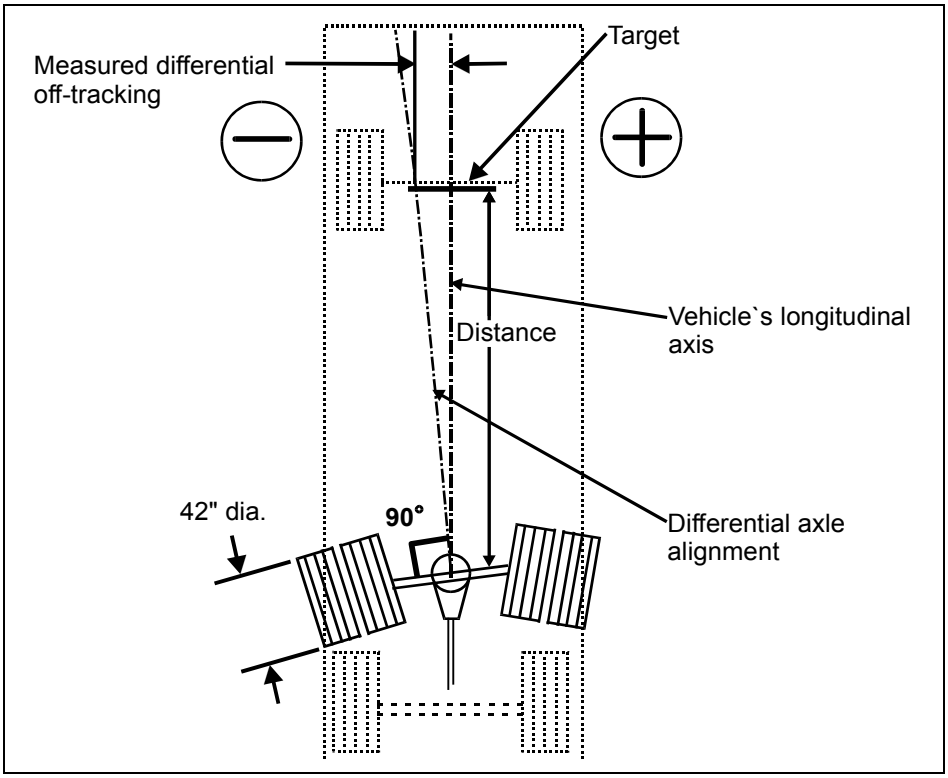

FIGURE 8: DRIVE AXLE OFF-TRACKING 11012
3. Measure the real differential off-tracking (Fig. 8).